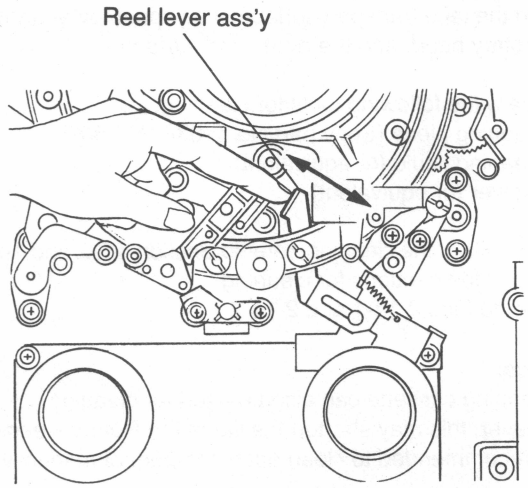

Fig.2-13-2 Manual Operation of Reel
3. In the state above, shift the reel lever shown in Fig.2-13-2 repeatedly in the direction of the arrow and rewind the tape in the take-up reel.